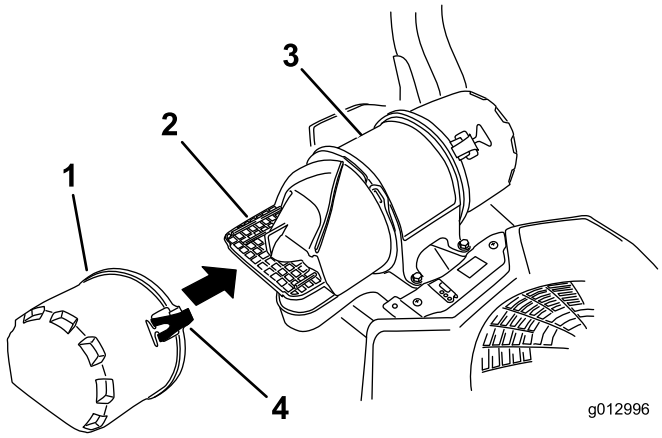

Figure 44
3. Ouvrez les dispositifs de verrouillage du filtre à air et séparez le couvercle d'entrée d'air du corps du filtre (Figure 44).
5. Reposez le couvercle d'entrée d'air et fixez-le avec les verrous (Figure 44).